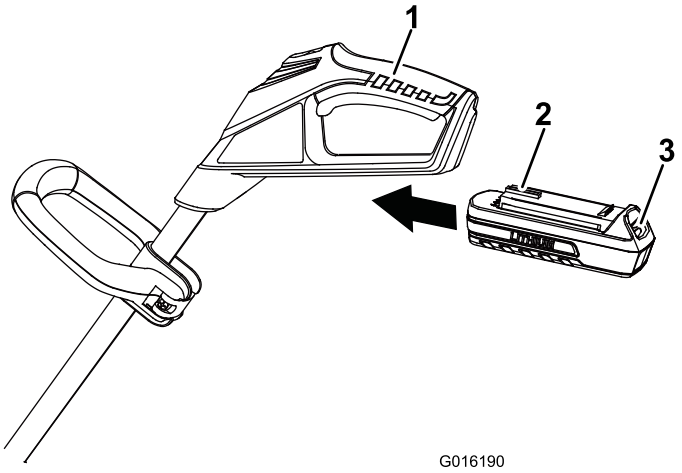

**Figura 5**
1. Alinee la lengüeta de la batería con el hueco correspondiente de la carcasa de la empuñadura (Figura 5).
2. Sujete la empuñadura con gatillo (Figura 5).